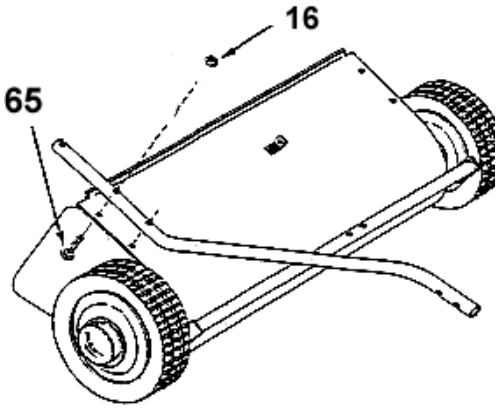

Abbildung 2
- Verbinden Sie mit Hilfe der Kreuzschraube M6x45 (65) und der Sicherungsmutter M6 (16) das rechte Kupplungsrohr (H) (siehe Abbildung 2). Ziehen Sie die Schrauben noch nicht fest!
- Wiederholen Sie das gleiche mit dem linken Kupplungsrohr (C).